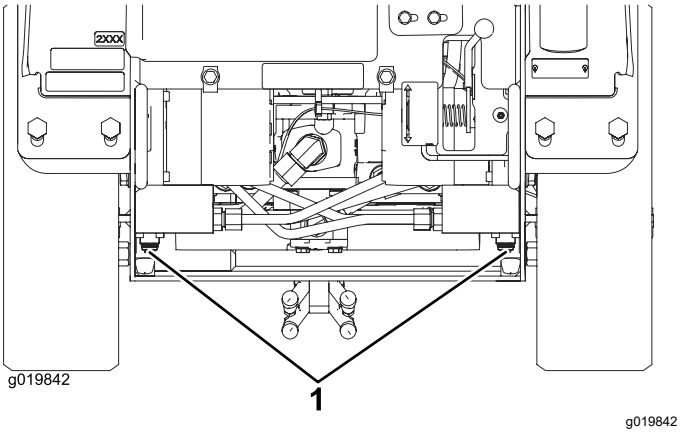

Figuur 21
4. Gebruik een steeksleutel om de sleepkleppen op de hydraulische pompen tweemaal linksom te draaien (Figuur 21).